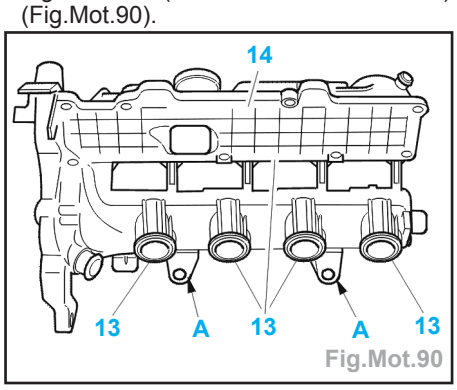

Fig.Mot.90
- Remplacer les joints (13) en les lubrifiant légèrement (à l'aide d'huile moteur) (Fig.Mot.90).